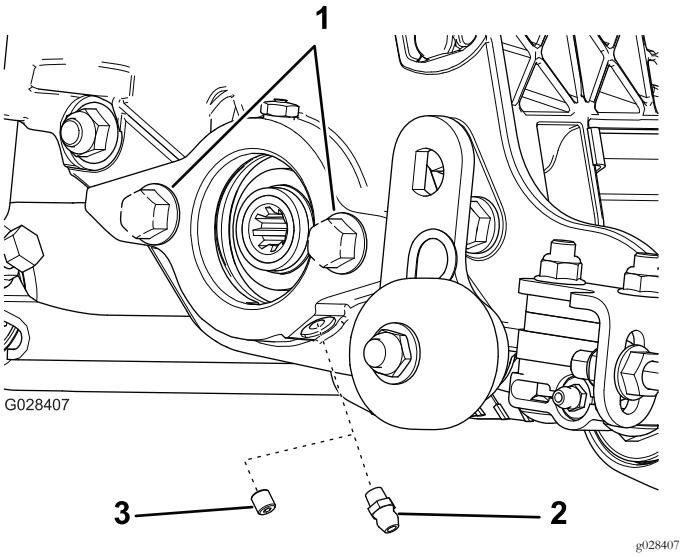

Figuur 6
1. Verwijder de stelschroef op de zijplaat van de messenkooimotor en gooi ze weg (Figuur 6).
2. Monteer de rechte smeernippel (Figuur 6).
4. Als er zich geen bouten op de zijplaat van de messenkooimotor bevinden, moet u deze monteren (Figuur 6).